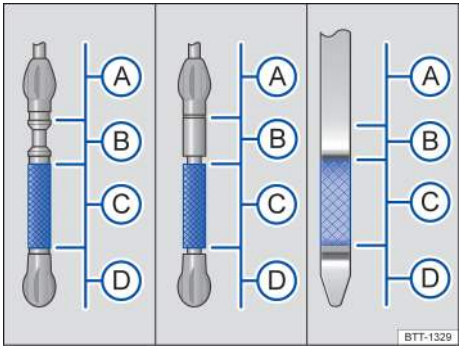

Fig. 170 Engine oil dipstick with oil level marks.
Key to fig. 170:
7. Remove the dipstick again and read the oil level on the dipstick → fig. 170 as described below:
13. After adding oil, the level must at least be in the center of the → fig. 170 Ⓒ range and can enter range Ⓑ, but should never enter range Ⓐ → ⓘ.
- Do not start the engine if the engine oil level is in range → fig. 170 Ⓐ. Contact an authorized Volkswagen dealer or an authorized Volkswagen Service Facility. Otherwise the catalytic converter and engine can be damaged!
The engine oil level should never be in range → fig. 170 Ⓐ. Otherwise oil can be drawn in by the crankcase ventilation system and enter the atmosphere via the exhaust system. ◁